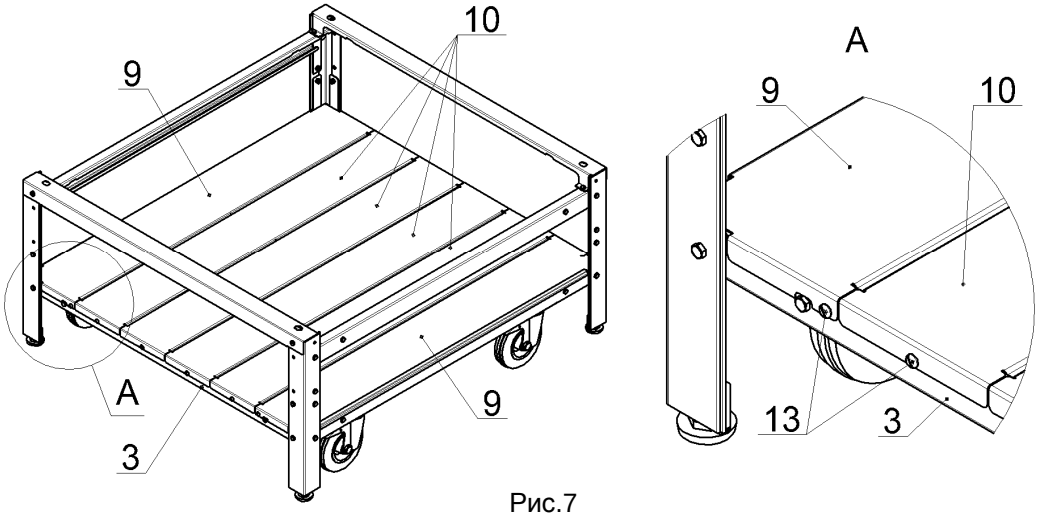

Рис.7
9. Закрепить винтами М5 поз.13 на профилях лицевых нижних поз.3 сегменты полки боковые поз.9 и сегменты полки центральные поз.10, как показано на рис.7. Проверить равенство диагоналей. Окончательно затянуть все гайки и винты: